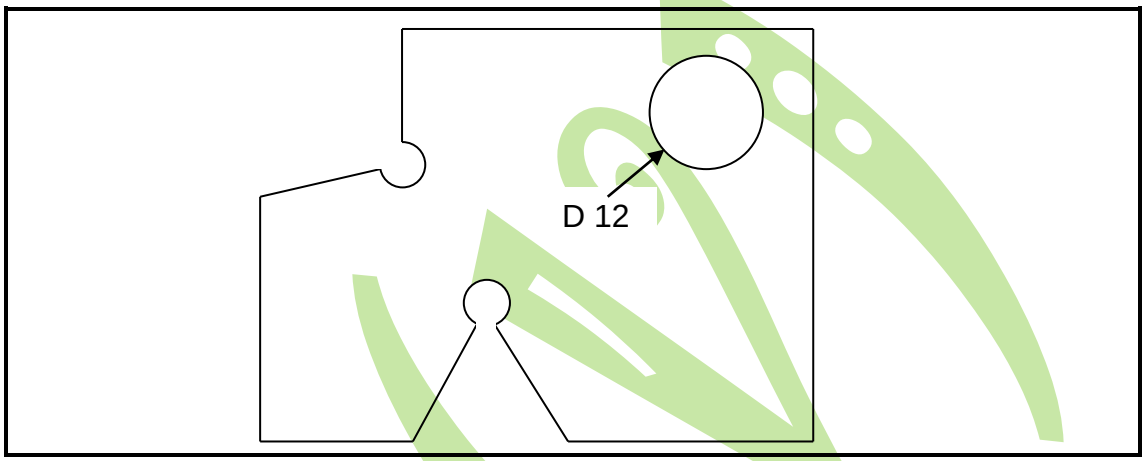

FIGUUR 2 (10)
5.1 Beplan die operasie wat uitgevoer moet word om die skroefdraadmaat te vervaardig wat in FIGUUR 2 hier onder aangedui word deur die projekbeplanningsblad op die ANTWOORDBLAD (aangeheg) te voltooi.